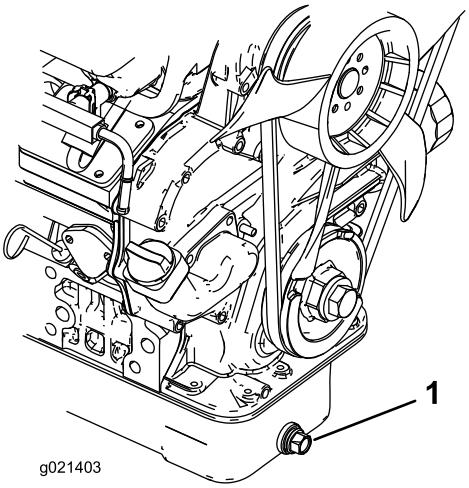

Figur 51
1. Ta bort avtappningspluggen (Figur 51) och låt oljan rinna ned i ett kärl. Sätt på avtappningspluggen igen när oljan har slutat att rinna.